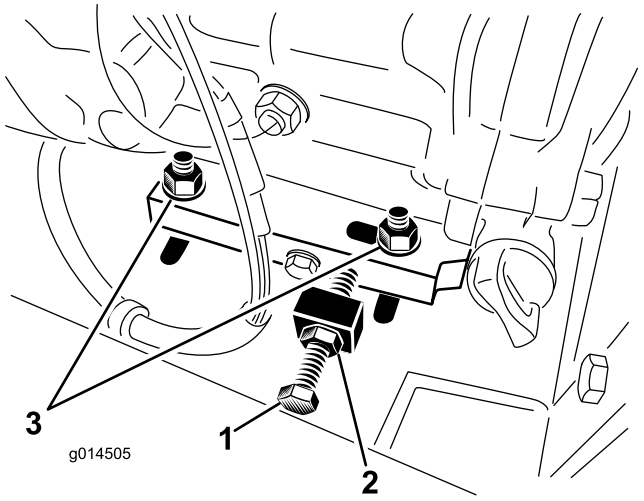

Figure 21
2. Desserrez les 4 boulons du support moteur ainsi que les écrous de blocage qui maintiennent le boulon de réglage (Figure 21).